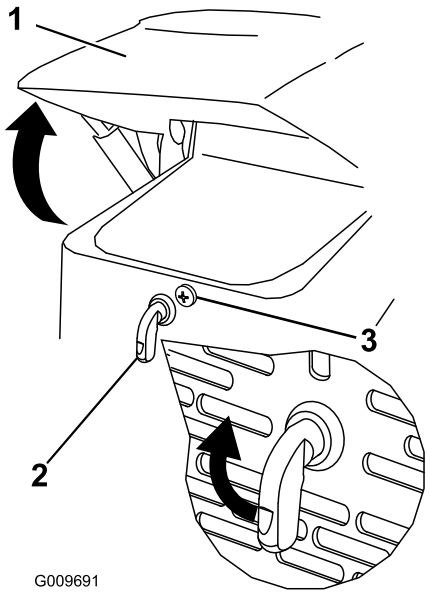

Figuur 27
1. Draai de vergrendelschroef van de motorkap los (Figuur 27)
2. Draai de motorhendel rechtsom (Figuur 27).
3. Klap de motorkap omhoog (Figuur 27).
3. Draai de vergrendelschroef vast om de hendel te vergrendelen (Figuur 27).